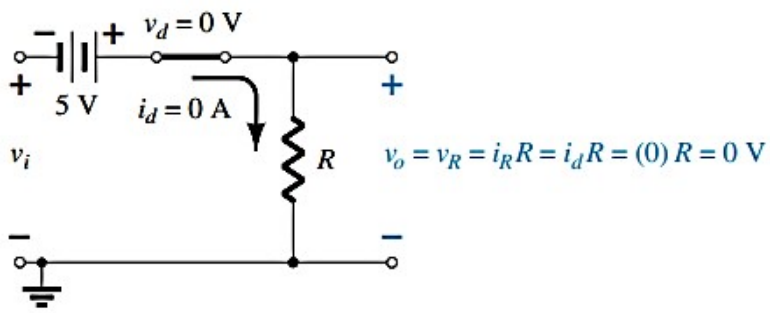

Fig. 8
Step 3: The transition model is substituted in **Fig. 8**, and we find that the transition from one state to the other will occur when,